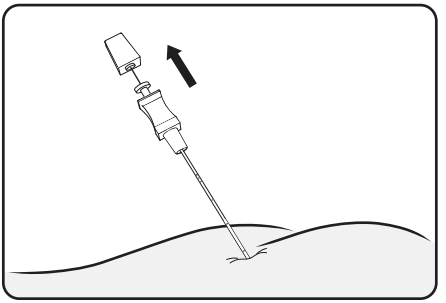

Figure 7. Retirer le stylet de l'aiguille pour infiltration foraminale
2. Retirer le stylet de l'aiguille pour infiltration foraminale (**Figure 7**).